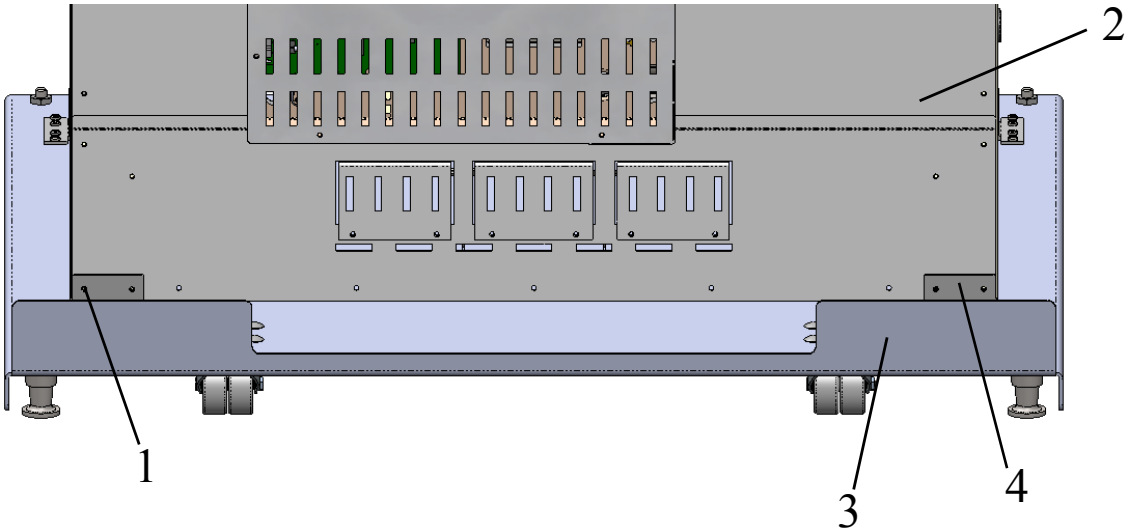

图 2-11. 将支撑架上的设备固定到后壁上
- 卸下下部装置 （2/ 图 2-11）后侧的四颗螺钉 （1/ 图 2-11）。
- 将连接片 （4/ 图 2-11）和之前卸下的螺钉拧到后侧下部装置 （2/ 图 2-11）。用提供的螺钉将连接片 （4/ 图 2-11）拧到支撑架 （3/ 图 2-11）上。